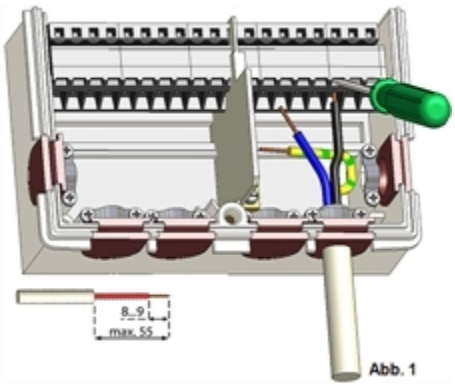

Abb. 1
2. Leitungen Max. 55 mm abmanteln, einführen, die Zugentlastungen montieren, Aderenden 8-9mm abisolieren (Abb. 1)